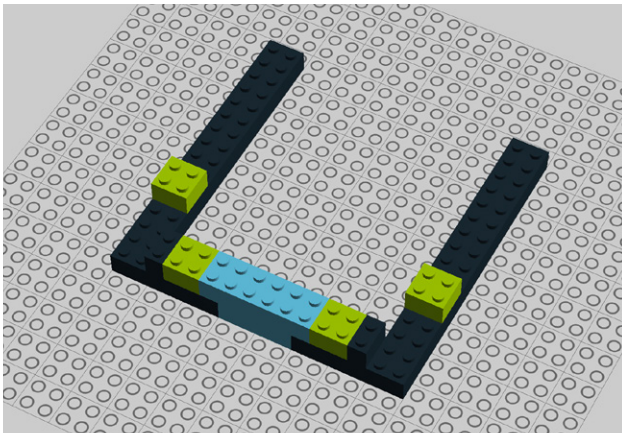

Figure 9-12. *Step 7: Adding four 2x2 bricks*
7. Add four more 2x2 bricks (Figure 9-12).